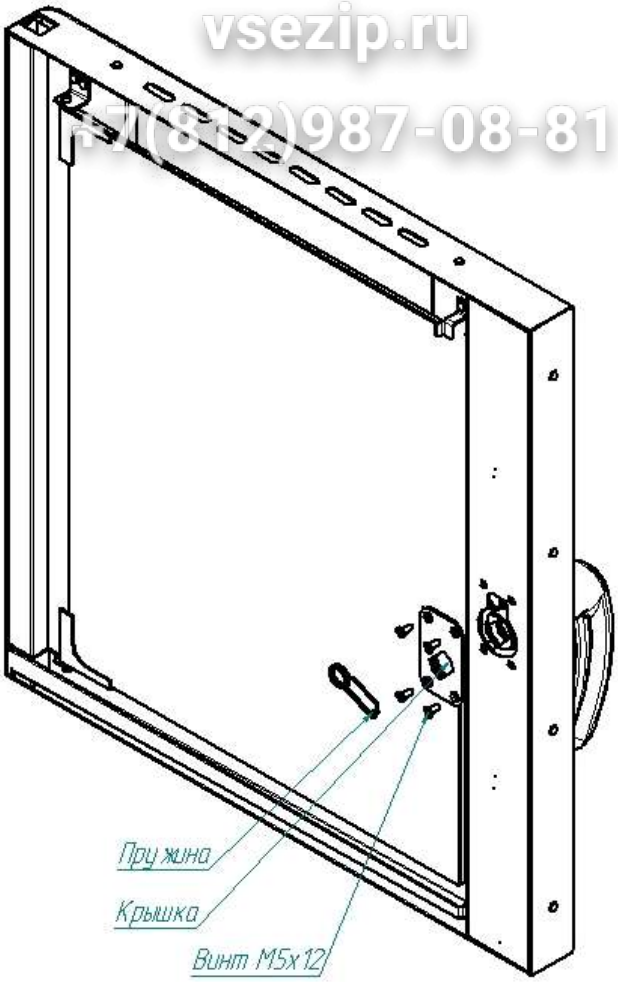

Рис. 9. Ремонт замкового устройства
1) открутить винты М5х12(см. рис.9)